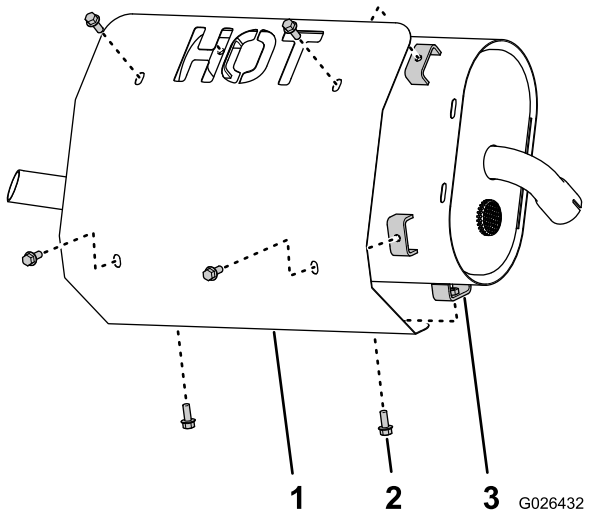

Рисунок 7
1. Совместите отверстия в теплозащитном экране с приварными гайками в опорах экрана глушителя (Рисунок 7).
2. Установите экран на глушитель (Рисунок 7) с помощью 6 болтов с фланцевой головкой (1/4 x 5/8 дюйма).